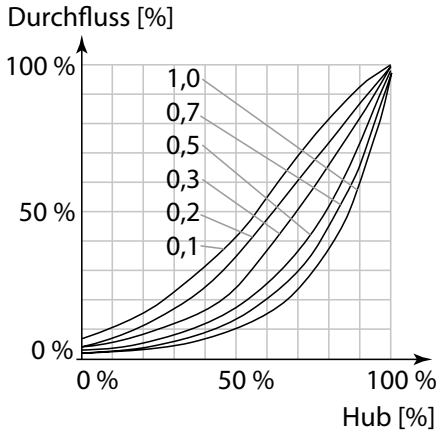

Abb. 2
1. Logarithmische/gleichprozentige Regelventilkennlinie (Abb. 2)